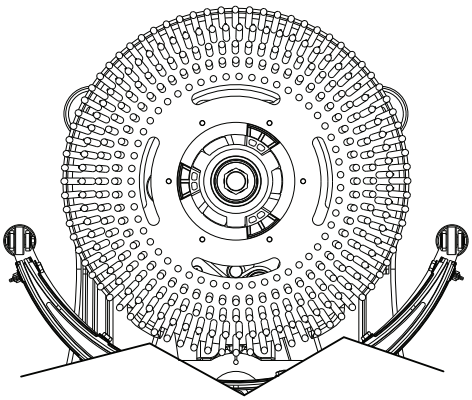

FIGURE 3
3. Mount the brush or pad driver onto the drive wheel hub and then rotate counterclockwise until it locks, as indicated in figure 3.